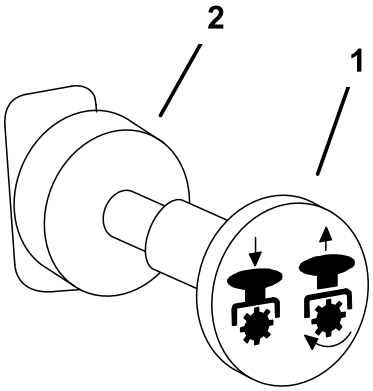

**Figuur 16**
1. Schakel de aftakas uit, zet de schakelhendels in de vergrendelde neutraalstand en stel de parkeerrem in werking (Figuur 16).
4. Trek de aftakasschakelaar uit om de aftakas in te schakelen (Figuur 16).
Om de aftakas uit te schakelen, zet u de aftakasschakelaar op **UIT** (Figuur 16).